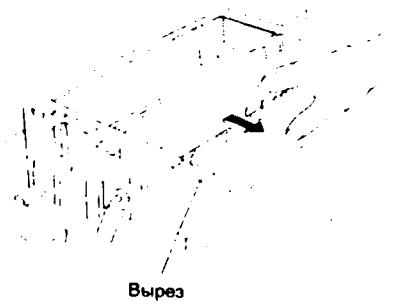

Рис. 3
8. (Рис. 3): Для облегчения продолжения выполнения процедуры осторожно подведите каретку к вырезу в каркасе аппарата.
ПРИМЕЧАНИЕ: • Каретка полного хода должна находиться у выреза в каркасе, показанного на рис. 3.